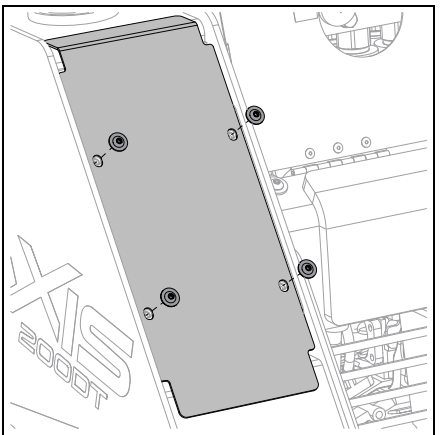

Figure 66
8. Reinstall cover and secure with hardware removed earlier. See Figure 66.